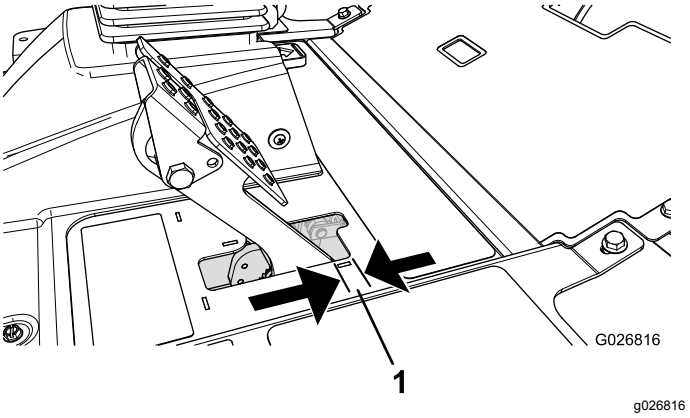

Figuur 84
Stel de remmen af als het rempedaal meer dan 25 mm speling heeft, of als er meer remkracht nodig is (Figuur 84). Met speling wordt de afstand bedoeld die het rempedaal wordt ingetrapt voordat er remweerstand wordt gevoeld.
2. Draai de achterste moer vast om de kabel naar achteren te halen totdat de rempedalen 0,63 tot 1,27 cm speling hebben voordat het wiel blokkeert (Figuur 84).